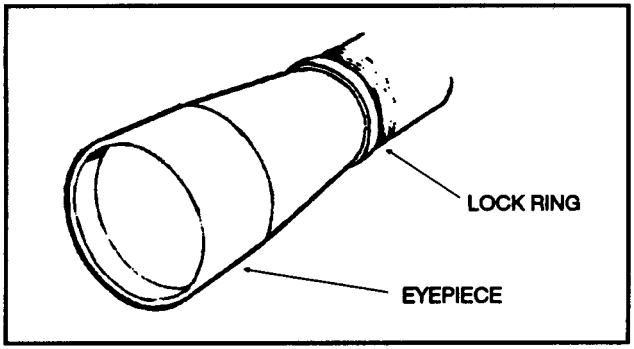

Figure 2-19. Eyepiece adjustment.
(4) ***Eyepiece adjustment.*** The eyepiece (Figure 2-19) is adjusted by turning it in or out of the barrel until the reticle appears crisp and clear. Focusing the eyepiece should be done after mounting the scope. The sniper grasps the eyepiece and backs it away from the lock ring. He does not attempt to loosen the lock ring first; it loosens automatically when he backs away from the eyepiece (no tools needed). The eyepiece is turned several turns to move it at least 1/8 inch. It takes this much change to achieve any measurable effect on the focus. The sniper looks through the scope at the sky or a blank wall and checks to see if the reticle appears sharp and crisp. He locks the lock ring after achieving reticle clarity.